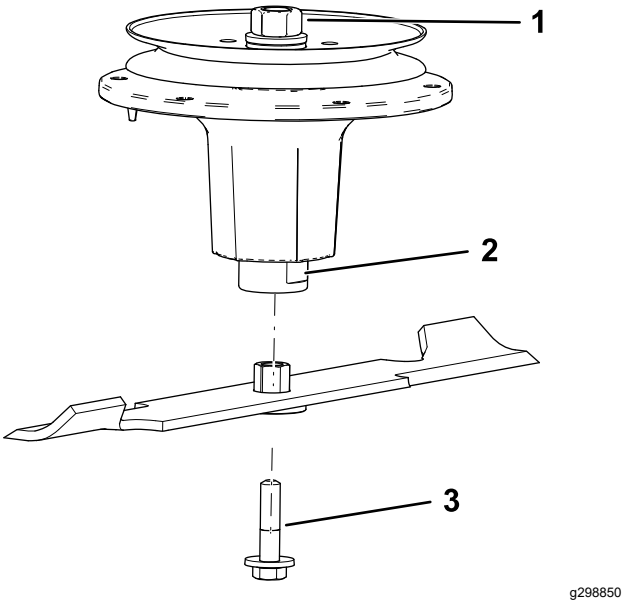

Figure 85
2. Installez l'ensemble douille et lame sur l'axe de pivot (Figure 85).